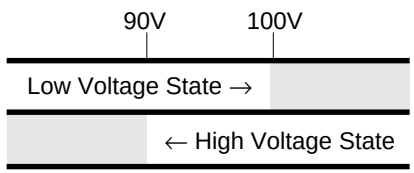

Fig. 4.3.1 Default Settings of DCV Low and High Voltage States
Each threshold value is related to the value set on the screen, including any Offset or Deviation. The default state boundaries are shown in *Fig. 4.3.1*. The values given in the figure translate to DC volts in DCV function, and RMS volts in ACV function.
1. **9100** — Use the front panel controls to set the 9100 Output voltage to the UUT cal point value, entering High Voltage State if the cal point has been assigned to that state. The default High Voltage State boundaries are shown in *Fig. 4.3.1*.